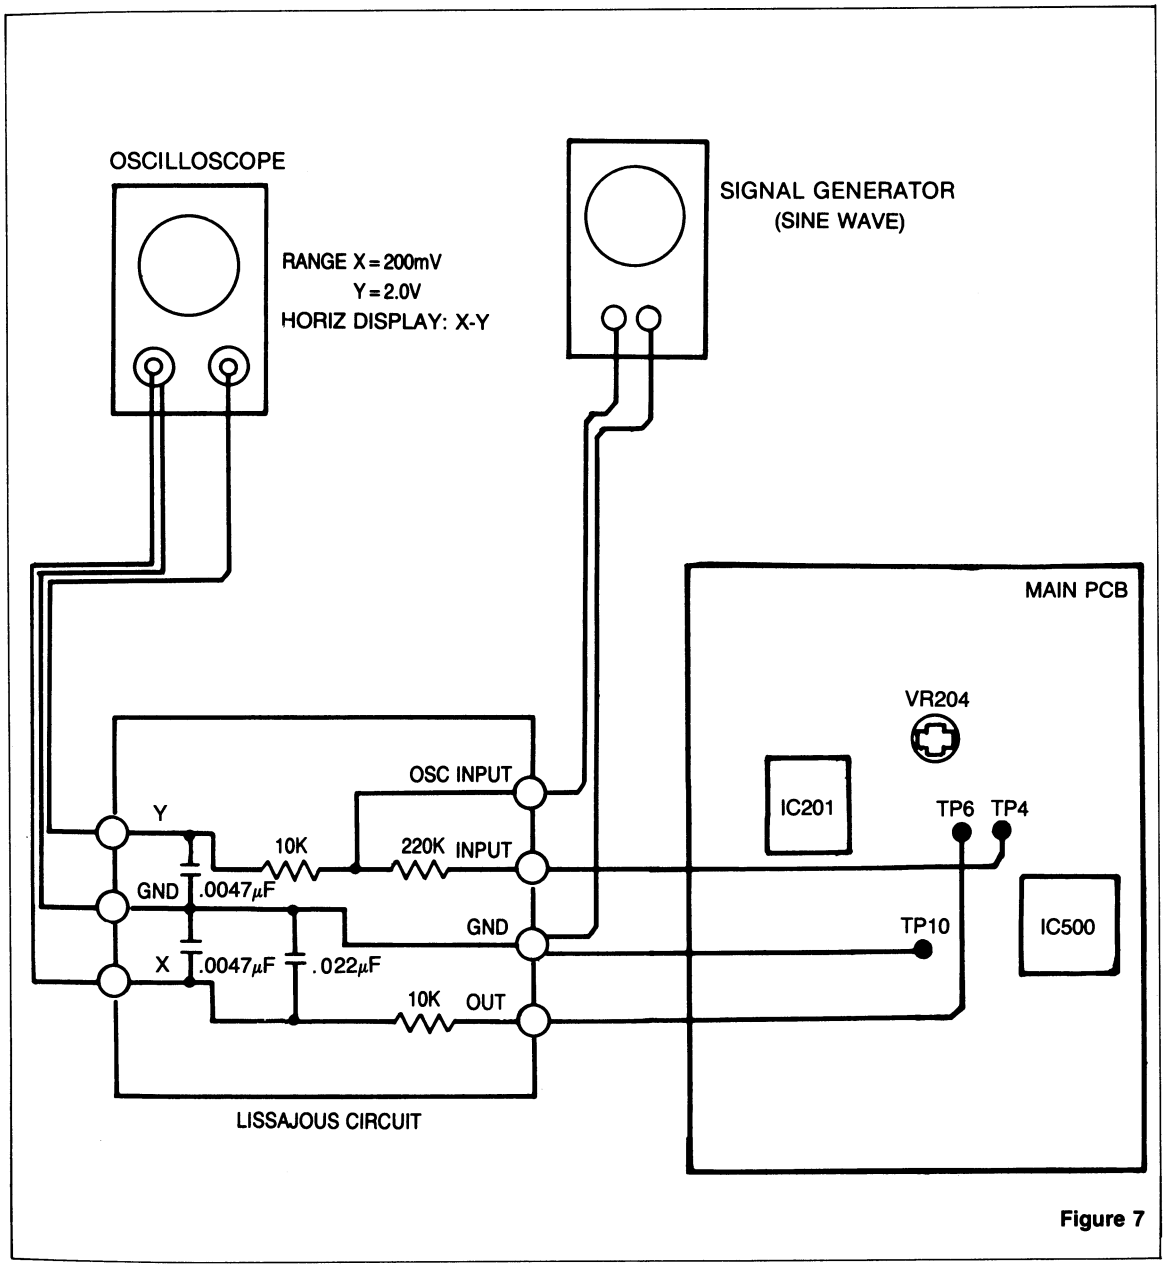

Figure 7
2) Adjusting Procedure (Figure 7)
- Connect the sine waveform signal generator and the oscilloscope as shown in Figure 7.